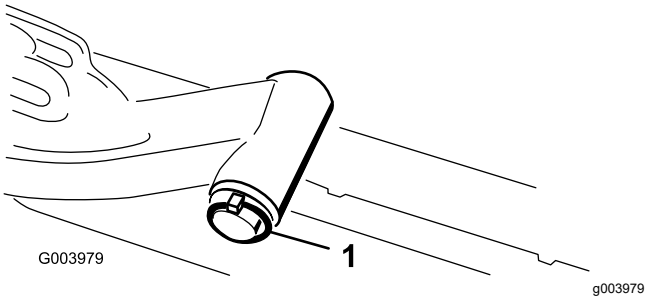

Figur 8
A. Fjern ringstiften og skiven som fester løftearmens dreieaksel til løftearmen og skyv løftearmens dreieaksel ut av løftearmen (Figur 8).
C. Før inn løftearmsakselen i løftearmen og fest den med skiven og ringstiften (Figur 8).